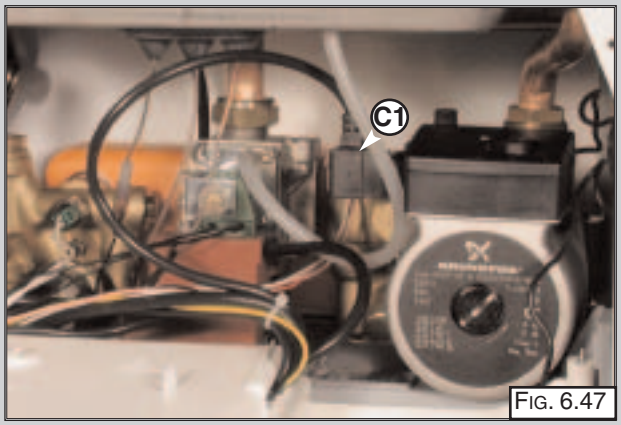

FIG. 6.47
1. Remove the electrical connection " C1" (FIG. 6.47);